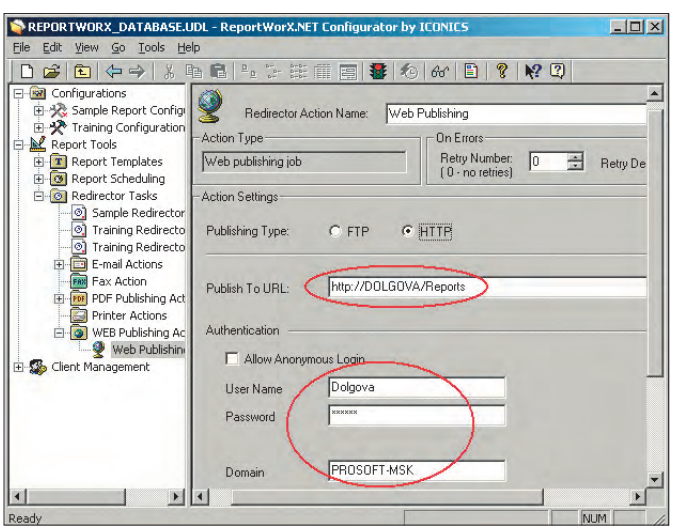
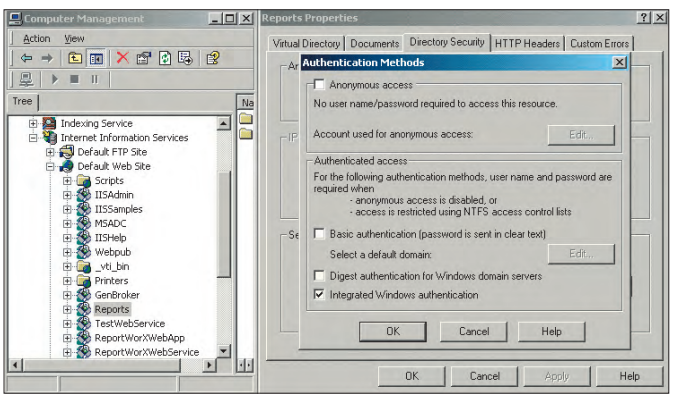

Рис. 27. Действие направления: Web-публикация отчёта
Рис. 28. Свойства папки для публикации отчётов
2. Введите имя действия в поле **New Redirector Action Name** и выберите тип **Publish Report to the Web Server**. При этом на экран будет выведено окно, показанное на рис. 27. При этом в поле **Publish To URL** по умолчанию будет установлено имя локального узла. Обратите внимание на настройки аутентификации для папки, в которую Вы предполагаете публиковать отчёты: аутентификация должна соответствовать настройкам **свойств папки в IIS** (рис. 28).